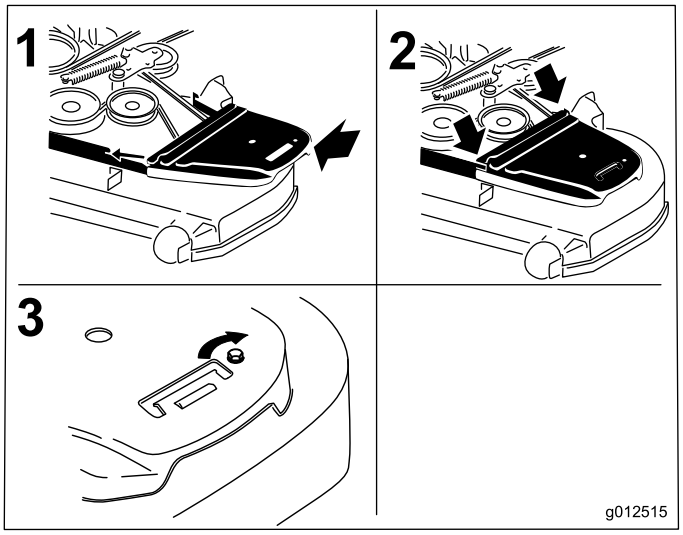

**Figur 75**
12. Monter remskærmene og de bolte, der sidder på dem (Figur 75).